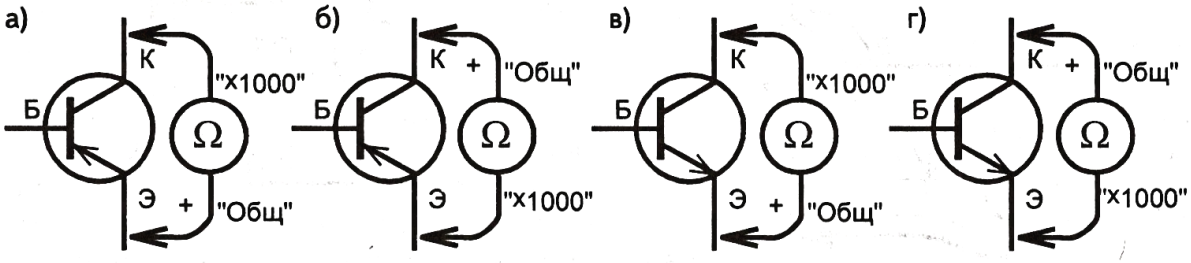

Рис. 15-3-3
1. Измерьте сопротивления участков эмиттер-коллектор и коллектор-эмиттер транзисторов *p - n - p* - типа по рис. 15-3-3, а и б.
2. Измерьте сопротивления этих же участков у *n - p - n* - транзистора (рис. 15-3-3, в и г).